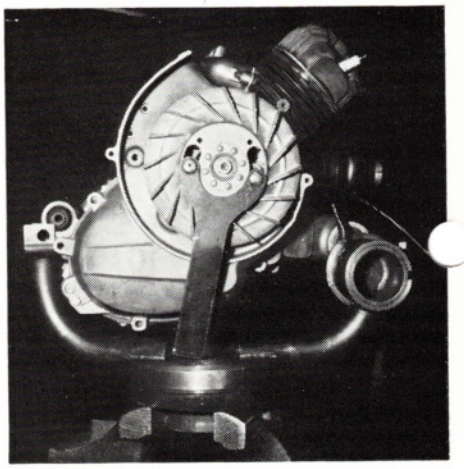

Bild 9: Halteschlüssel für Zünder-Rotor.
3. Zünder-Rotor abbauen. Dazu Halteschlüssel ansetzen (Bild 9), Mutter auf Kurbelwelle 14 mm SW lösen (vorteilhaft mit gekröpftem Ringschlüssel), Mutter am Seegerring zur Anlage bringen und durch weiteres Zurückdrehen Rotor vom Kurbelwellenkonus abdrücken. Keil aus Konus nehmen.